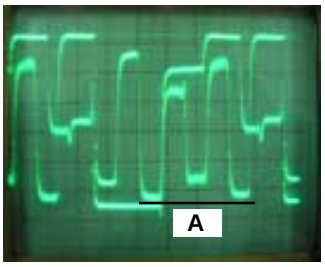

Fig. 2-1
5. Press the VOL. UP/DOWN button on the remote control until the section A becomes as straight line. **(Refer to Fig. 2-1)**
7. Press the TV/VIDEO button on the remote control to set to the AV mode. Then perform the above adjustments 2~5. **(Refer to Fig. 2-1)**
11. Press the TV/VIDEO button on the remote control to set to the DIGITAL mode.Then perform the above adjustments 2~5. **(Refer to Fig. 2-1)**